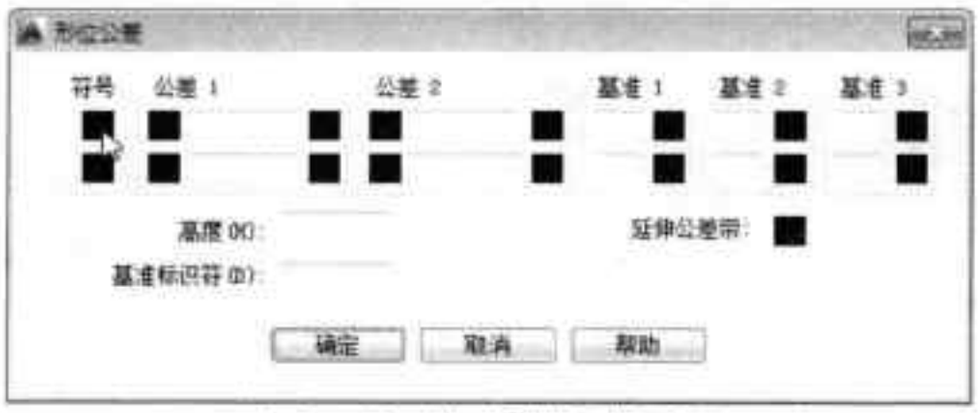

图9-46 单击“符号”图框
Step 01 打开所需标注的图形，执行“注释 > 标注 > 公差”命令，打开“形位公差”对话框，单击“符号”下方图标框，如图 9-46 所示。